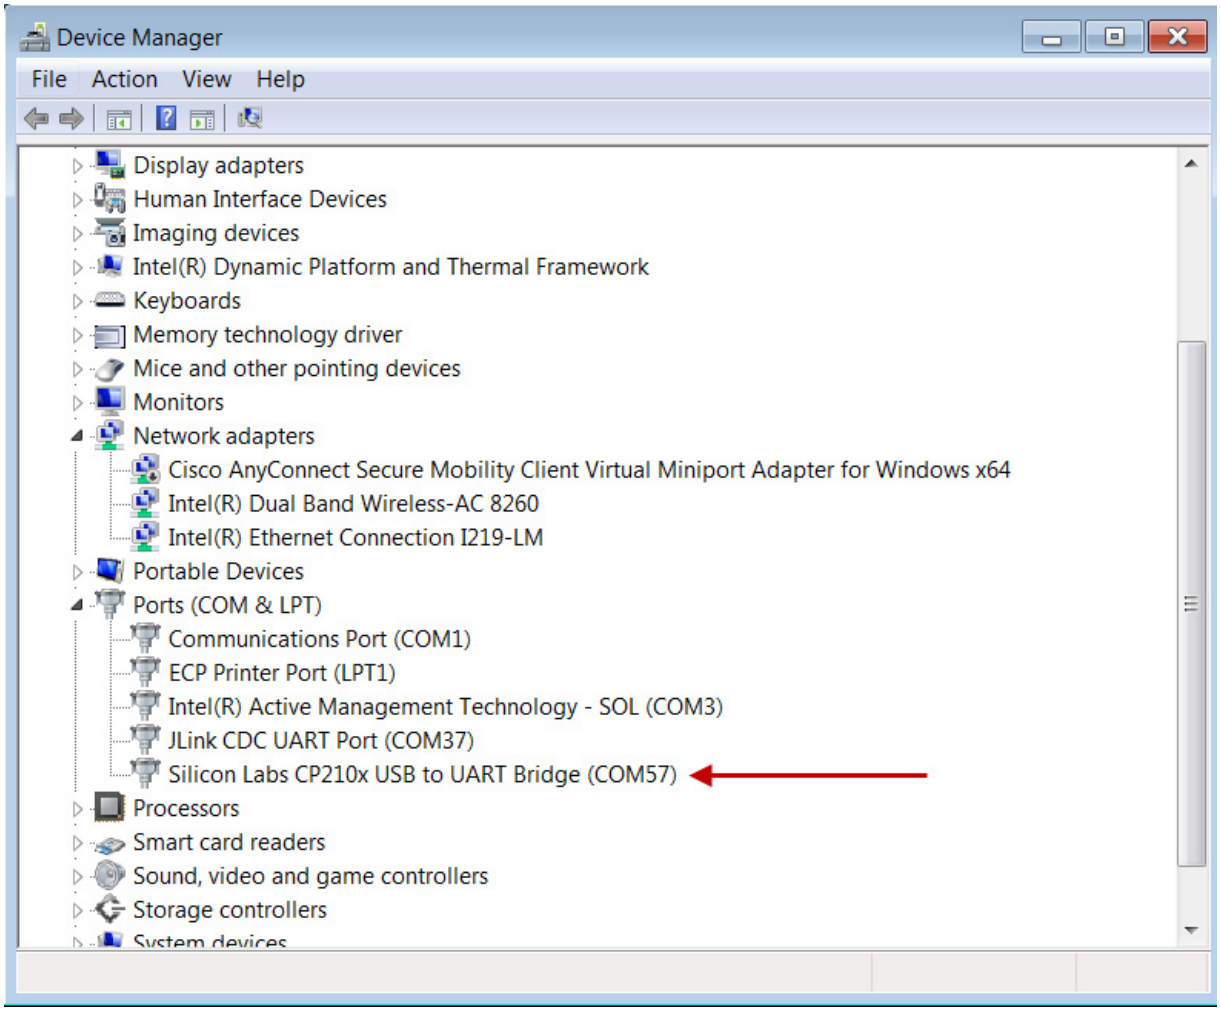

Figure 1. Assigned COM Port
2. Open the windows Device Manager and check which com port has been assigned (see Figure 1, below).